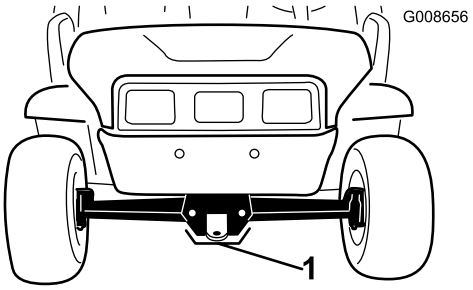

Figur 25
- Løftepunktet foran på maskinen er foran på rammen bak tauetungen (Figur 25).